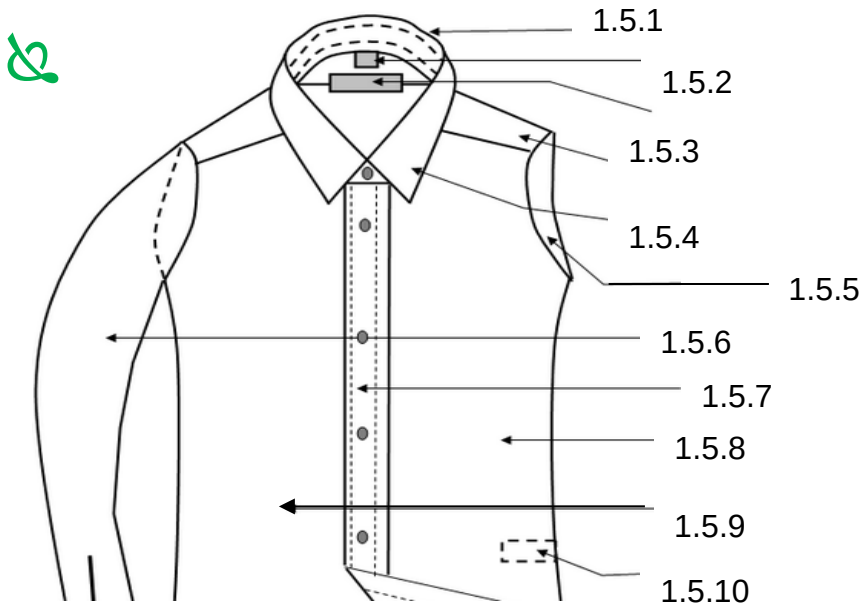

FIGUUR 2
1.5 Bestudeer die volgende kledingstuk in FIGUUR 2 en beantwoord die vrae (1.5.1–1.5.10) in die ANTWOORDBOEK.
1.5.1 Noem die uitrustingdeel wat ondersteuning aan die kraag om die halslyn verleen soos in FIGUUR 2 hier bo aangedui.